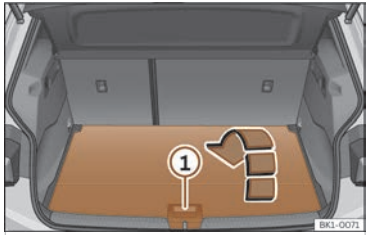

Fig. 164 In the luggage compartment: open the second luggage compartment floor.
- To *open it*, grasp the handle ››› **Fig. 164** ① and fold the rear of the luggage compartment floor forwards in the direction of the arrow.